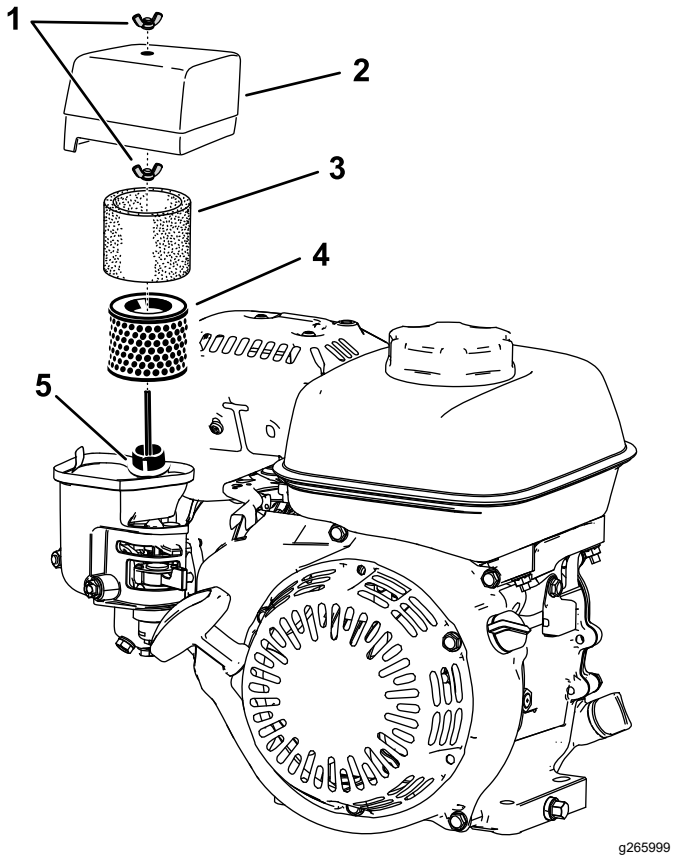

Bild 17
2. Entfernen Sie die Flügelmutter, mit dem die Luftfilterabdeckung befestigt ist (Bild 17).